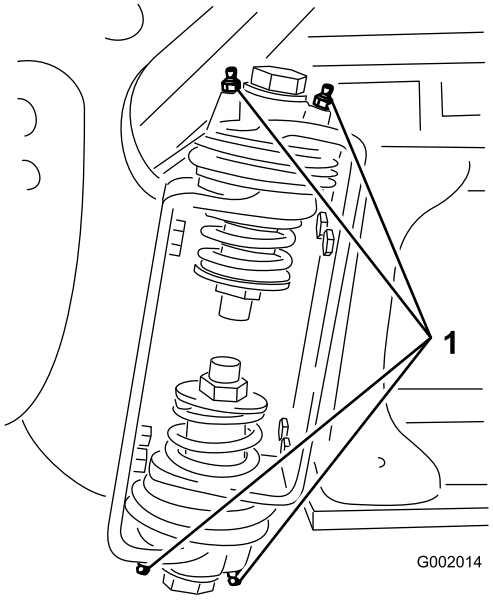

Figur 33
2. Pump fedt ind i lejet eller bøsningen ved hver nippel Figur 33.